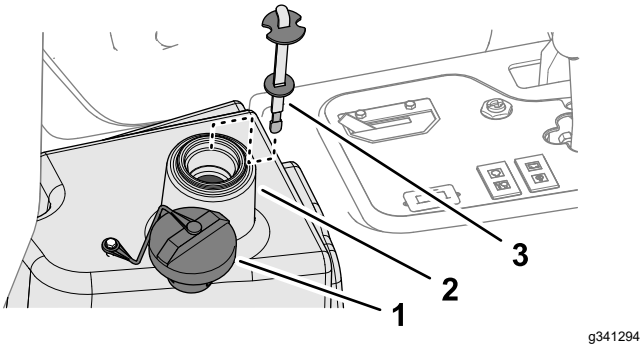

Figur 84
2. Gör rent omkring hydraulvätsketankens påfyllningsrör och lock (Figur 84) och ta sedan bort locket.